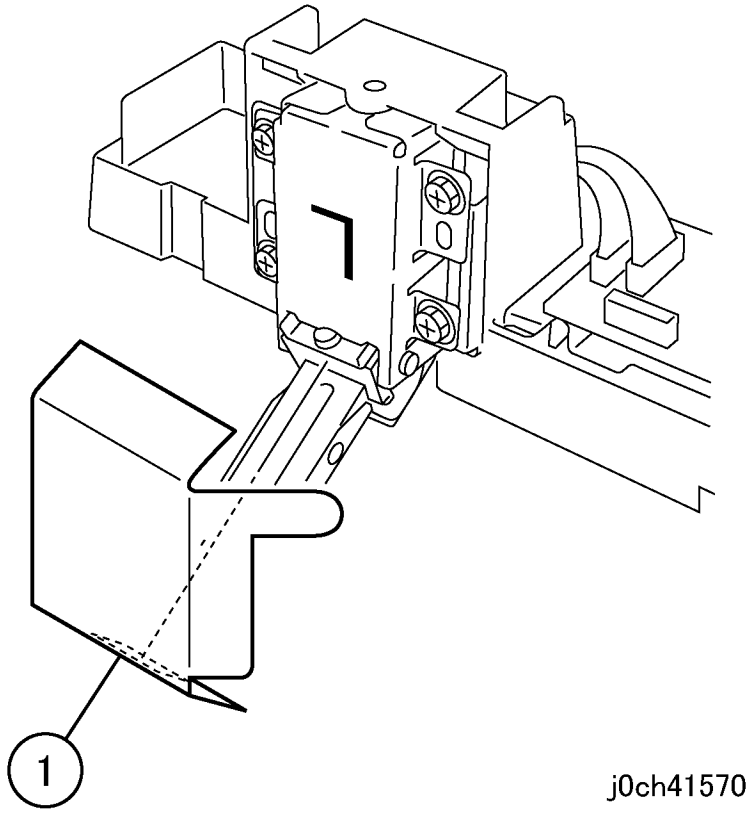

Рисунок 1 Снятие пленочной крышки (j0ch41570)
3. Снимите пленочную крышку (рисунок 1).